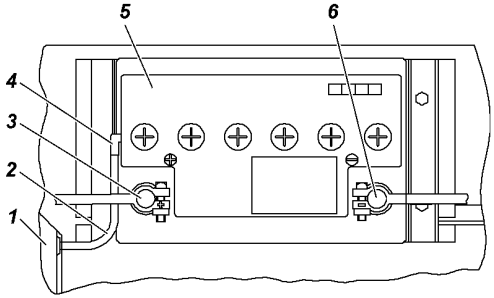

Fig. 9.37 Batería para vehículos UAZ-220695, UAZ-396295:
La batería se encuentra instalada en la cabina al lado izquierdo detrás de la faldilla de la rueda En los vehículos UAZ-220695, UAZ-396295 se usan baterías con el tubo de ventilación. El tubo 2 (ver fig. 9.37) sale del salón al espacio debajo del capó. Si en regímenes normales de funcionamiento del vehículo la batería se descarga paulatinamente o se carga demasiado por el generador y el electrólito empieza a "hervir", compruebe el funcionamiento del generador.
1. Desconecte el tubo 2 (ver fig. 9.37) de la batería 5;